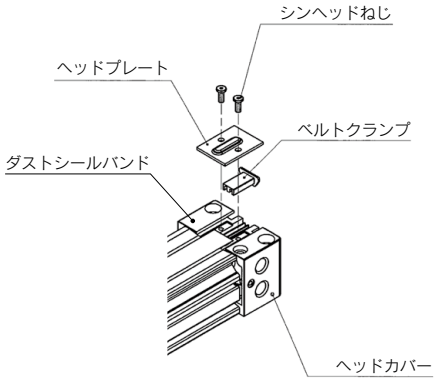

図4
c. 片側のダストシールバンドとベルトクランプ、ヘッドプレートをシンヘッドねじにより固定します。(図4参照)